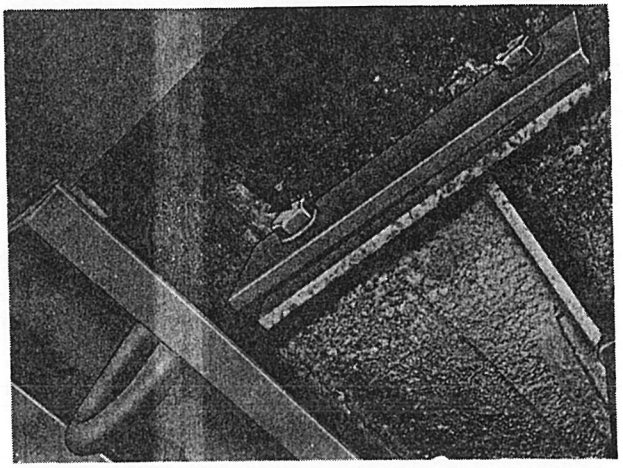

Afb. 2.16.2. Bevestiging achterbumper
(1) Los de bouten achter onder de carrosserie waarmee de achterbumper is bevestigd (zie afb. 2.16.2.).
(2) Verwijder de bumper naar achteren.